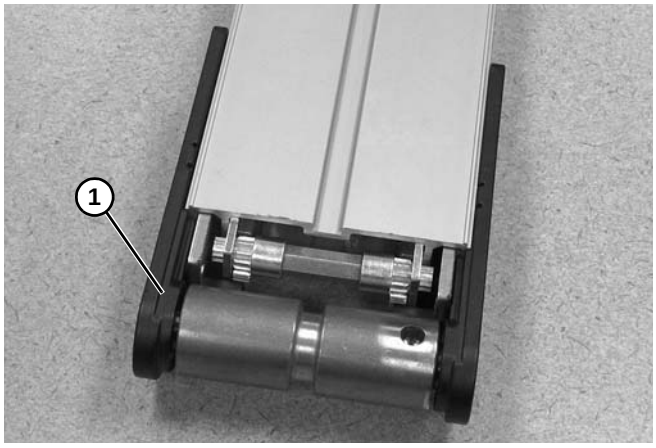

Figure 109
11. Réinstaller le rouleau de retour en glissant complètement l'ensemble **(Figure 109, élément 1)** dans le châssis du convoyeur.